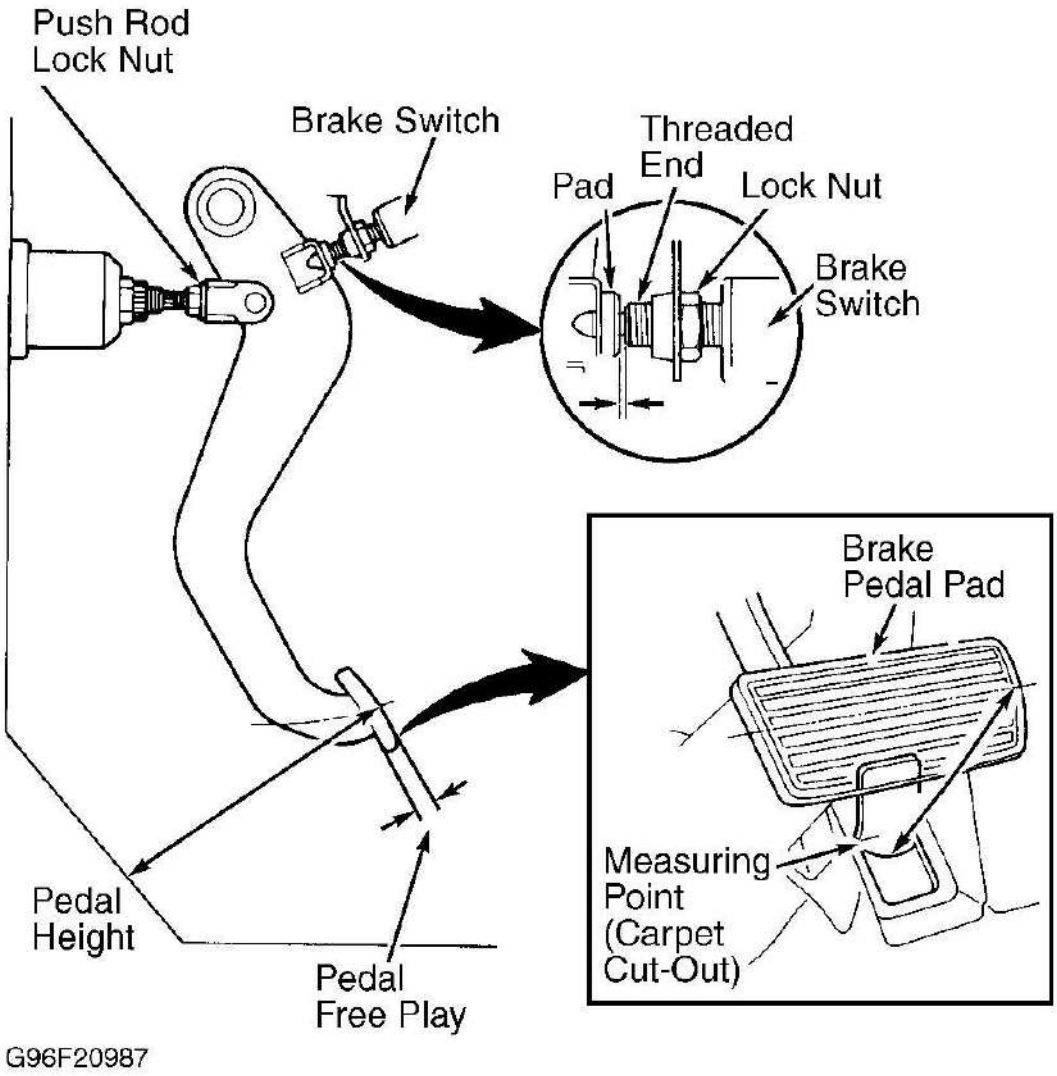

Fig. 4: Adjusting Brake Pedal Height & Free Play (Typical)
1. Measure pedal height from right side center of pedal pad to floor panel, with carpet cutout turned up. See **BRAKE PEDAL HEIGHT & FREE PLAY** table. See **Fig. 4** .
2. Loosen stoplight switch lock nuts. Turn stoplight switch inward until plunger threaded end is touching pedal arm pad. See **Fig. 4** . Back off switch 1/4 turn for TL, CL & RL, or 3/4 of a turn for MDX, until clearance between threaded end and pedal end is 0.01" (0.3 mm). On all models, tighten lock nuts. Ensure brakelights go off when pedal is released.